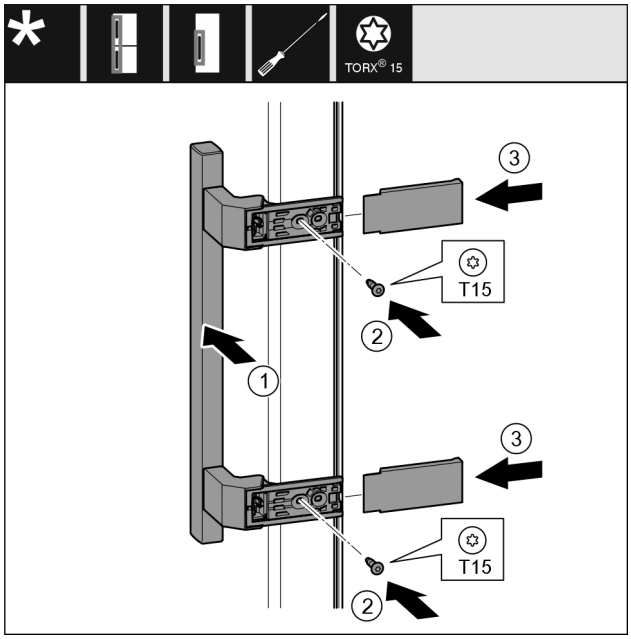

Fig. 11
- ▶ Nasaďte madlo na protilehlé straně. *Fig. 11 (1)*
- ▶ Šroubovákem T15 pevně utáhněte šrouby. *Fig. 11 (2)*
- ▶ Kryty bočně nasaďte a nasuňte. *Fig. 11 (3)*